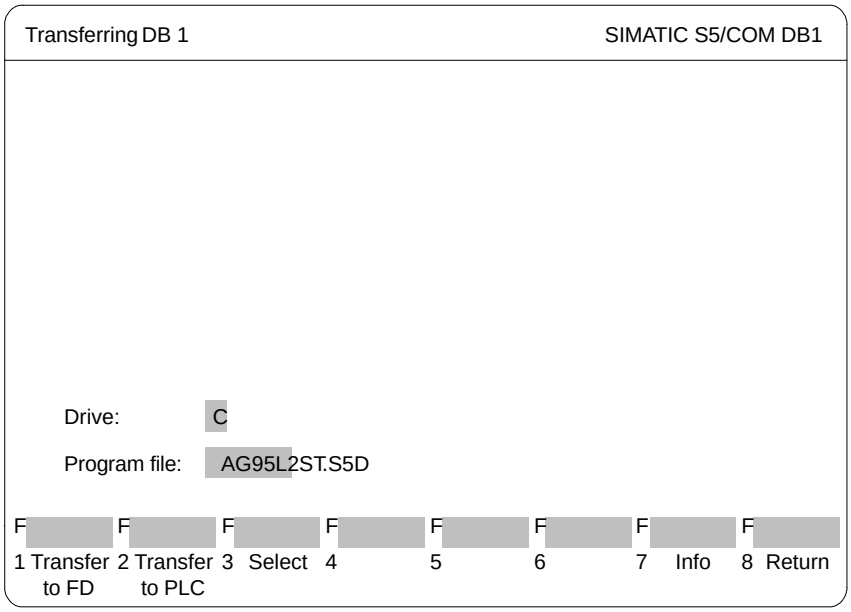

Figure 23-19 COM DB1 *Transferring DB1* Dialog
1. Press ***F3*** = *Transfer DB1* in the *Overview table* dialog (*see Figure 23-19*). The *Transferring DB1* dialog appears.
2. Enter the STEP 5 program file and the drive (*see Figure 23-19*).